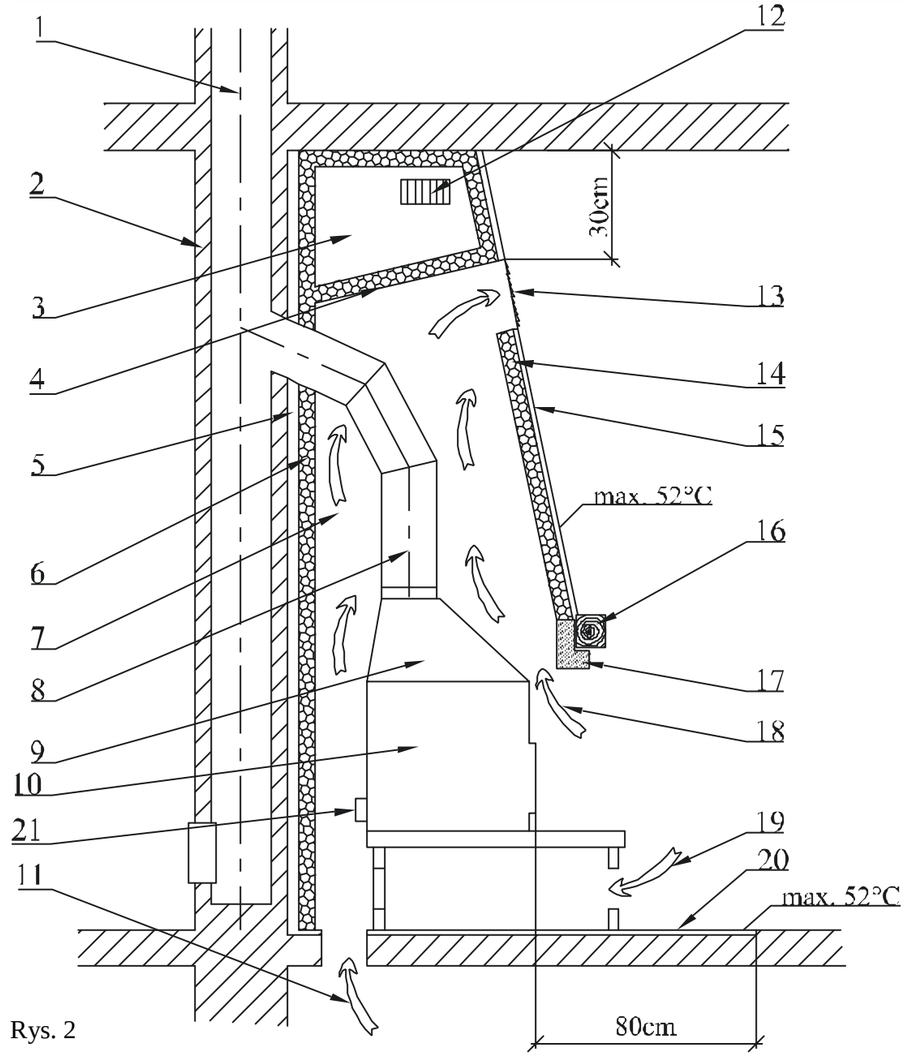

Rys. 2
Bezpieczna odległość od okładzin futryn drzwi i podobnie umieszczonych materiałów budowlanych z materiałów łatwopalnych i od instalacji rurociągu włącznie jego izolacji wynosi min. **20cm**. Od pozostałych elementów konstrukcji z materiałów łatwopalnych wynosi min. **40cm** (patrz rys.2) według **ČSN 06 1008/1997**. Dotyczy materiałów budowlane klasy **B**, **C** i **D** według **ČSN EN 13501-1+A1/2010** (patrz tabela nr 1). Obowiązuje to również dla ścian i głównie dla sufitów z otynkowaniem na łatwopalnym podkładzie np. łatach, fundamentów zawieszonych na palach itp.! Jeżeli nie można dotrzymać tych odległości, należy zastosować środki budowlano-techniczne np. zastosowanie niepalnego odkładu/płytki, izolacji i barier termoodpornych, zabraniających wybuchu pożaru.
5. Wyjście powietrza konwekcyjnego musi być min. **30 cm** pod sufitem (rys. 2).
6. Nad wyjściem ogrzanego powietrza konwekcyjnego musi być konstrukcja budowlana z materiałów niepalnych. Temperatura konstrukcji nie może przekroczyć wartości **50°C.** Z tego powodu ,obudowa sufitu musi być odizolowana od działania ciepła pochodzącego z kominka za pomocą osłony z przynajmniej jednym otworem, z całkowicie zamykaną kratką (rys.2) lub za pomocą dostateczną warstwą izolacji cieplnej.